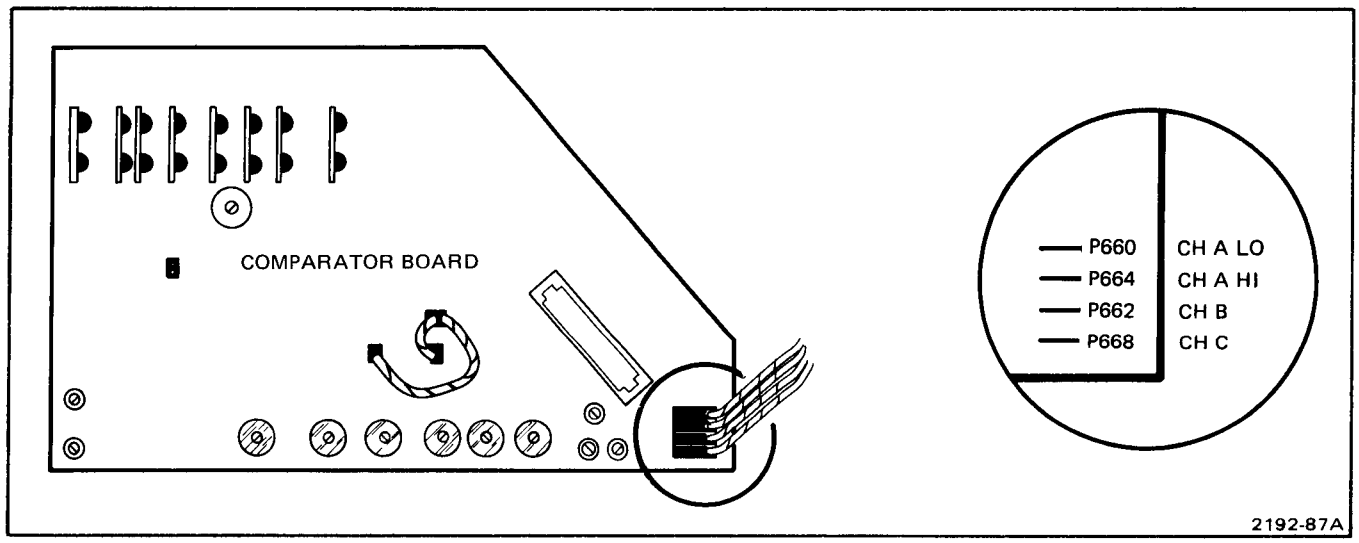

Fig. 5-8. Comparator board removal.
2. To simplify reassembly, note the color codes and orientation of the four 4-wire multi-pin connectors. These four connectors come from the THRESHOLD LEVEL controls. Figure 5-8 identifies each connector with the corresponding control.